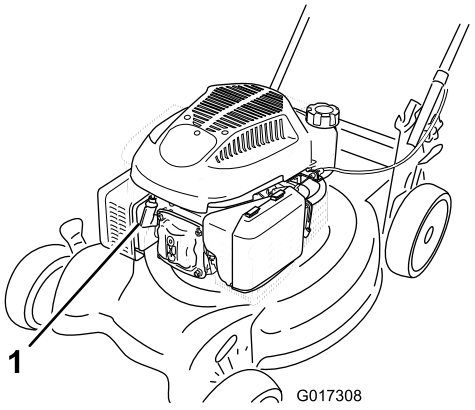

Figur 23
2. Koble fra tennpluggledningen fra tennpluggen (Figur 23) før du utfører vedlikeholdsprosedyrer .